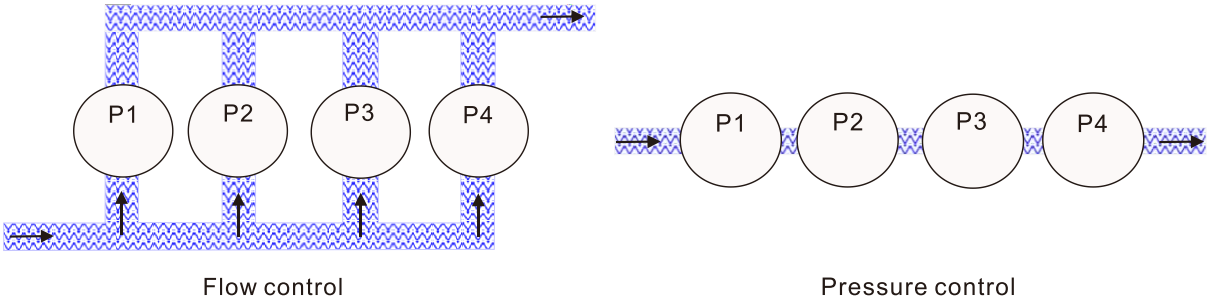

图 2 定量循环应用示意图
- 设定 2：多泵下可依流量需求进行泵循环系统。一台变频器最多支持 4 组水泵控制，以扩大受控流量或压力范围 (参考图 2 定量循环应用示意图)，且可配合流量或压力反馈信号进行 PID 运行。当流量控制时水泵采并联连接，于压力控制时水泵采串联连接。因此水泵开启或关闭是随流量需求而变化。